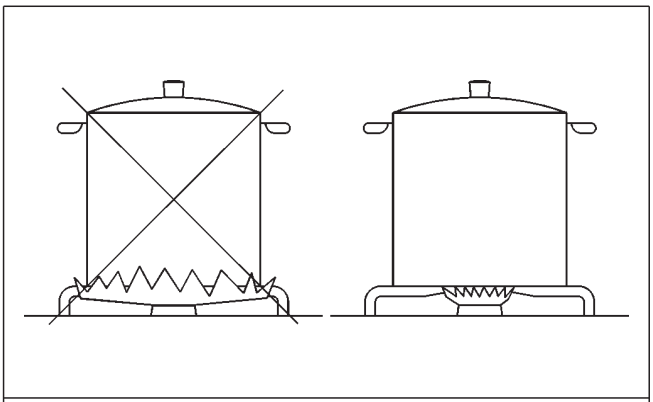

FIG. 2
- bruk passende kokekar for hver enkelt brenner (se tabellen under og fig. 2).